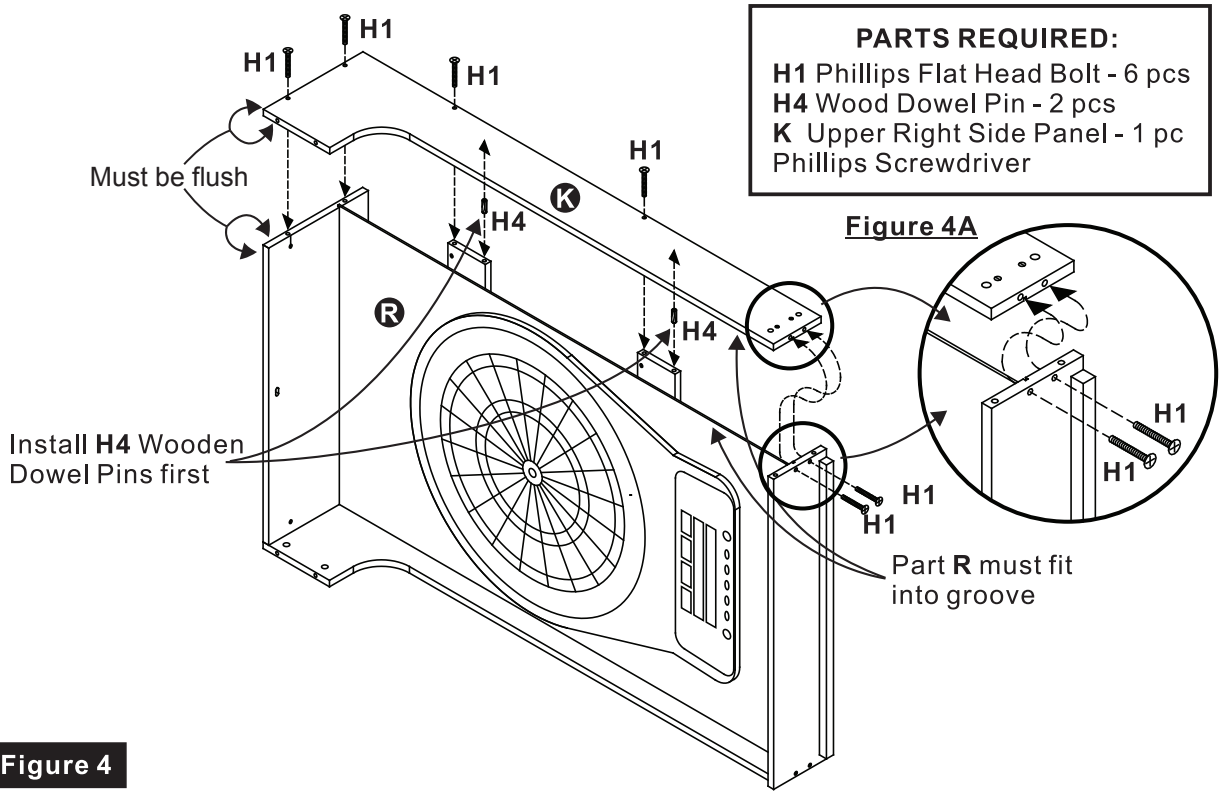

Figure 4
6. Attach Part **K** to partially assembled Upper Cabinet using Phillips Flat Head Bolts (**H1**) and Wood Dowel Pins (**H4**). See **Figure 4**. Tighten, but do Not over tighten or strip out **H1** Bolts.